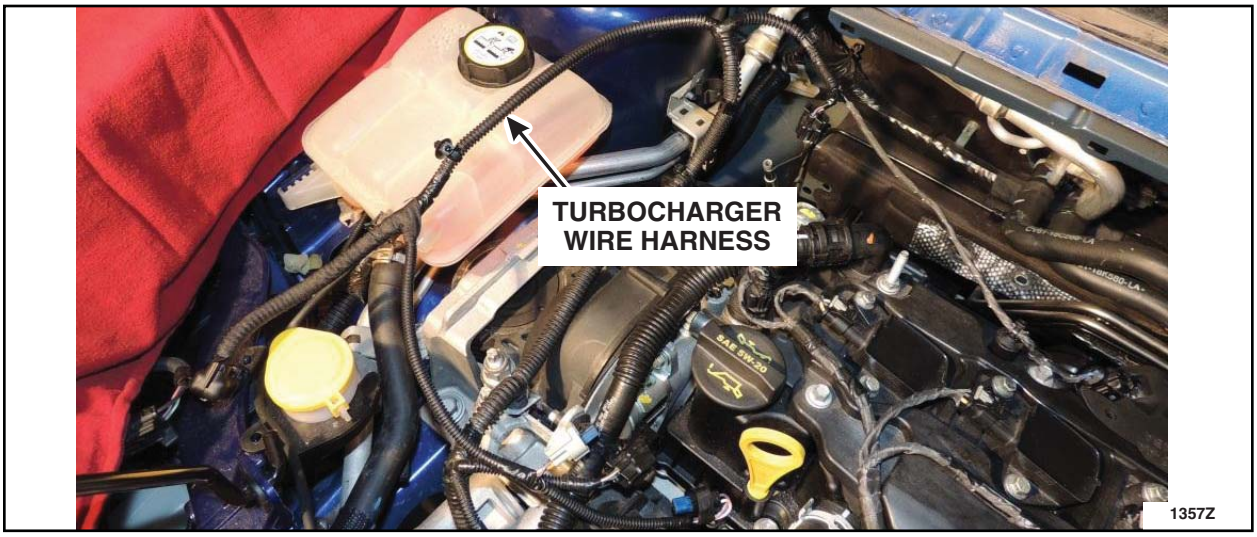

FIGURE G2
2. Route the turbocharger wire harness to the top of the engine compartment. See Figure G2.